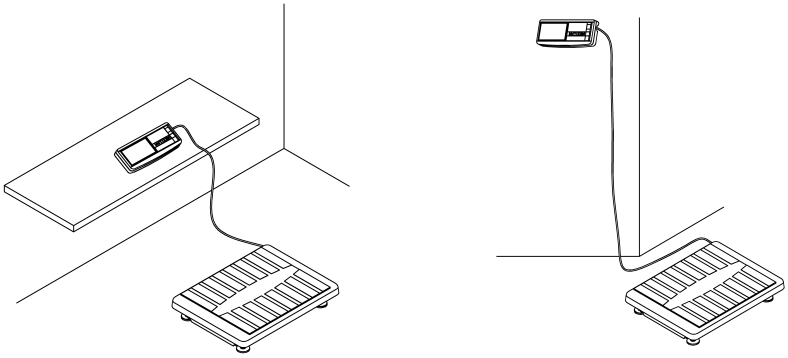

Рисунок 7.1 – Варианты размещения терминала:
- Выбрать удобный вариант размещения терминала для работы с весами (рис. 7.1).